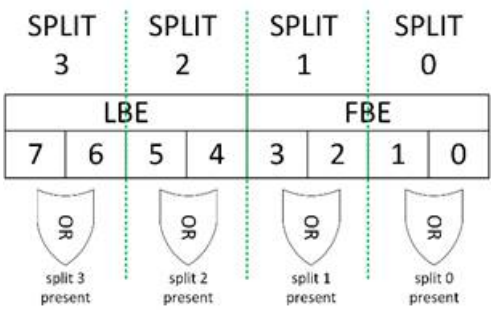

Figure 8.29: NPRF split rule
*Figure 8.29*shows NPRF split rule (maximum) 8 bytes of such Memory Read Request are divided into 4 chunks by 2 bytes. If at least one byte per group is enabled, split AXI Read will be present – *ARSIZE* depends on number of bytes enabled (0x0 or 0x1).